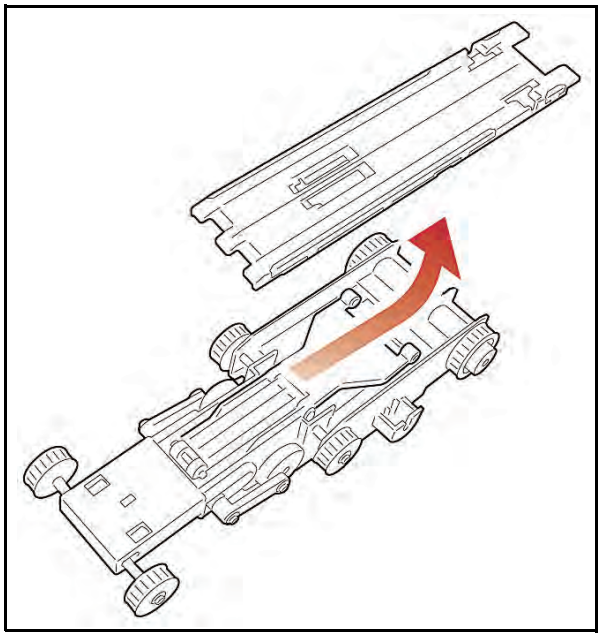

Figure 4-14 Pusher Plate Removal
2. Slide the Pusher Plate in the direction indicated by the arrow in Figure 4-14 and remove the plate.